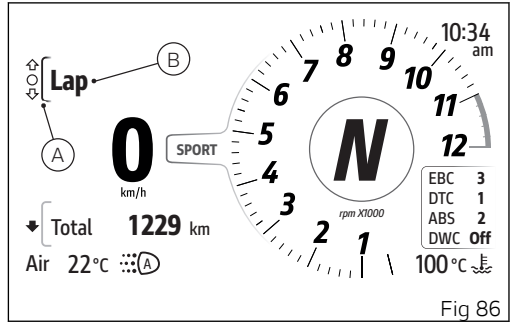

Fig 86
- Select the Interactive Menu (A, Fig 86) by pressing and holding button (1) pressed for a long time.
- Use buttons (1) and (2) to select item “Lap” (B, Fig 86)and press the ENTER button (3).